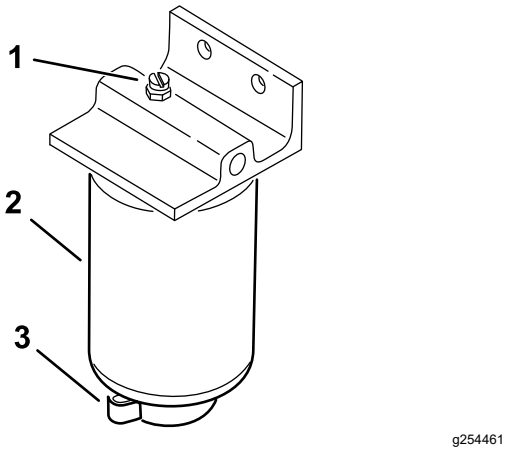

Figur 36
4. Öppna filtrets avtappningsplugg och ventilationsventilen (Figur 36).